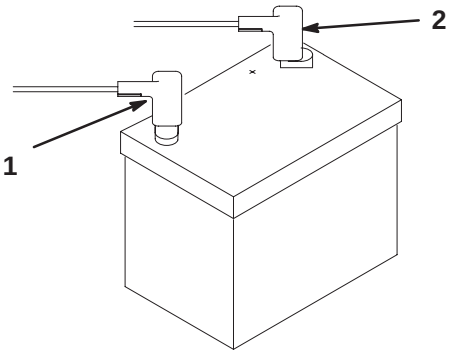

**Figure 9**
**2.** Connect the positive battery cable (red) from the starter solenoid to the positive post (+) of the battery (Fig. 9). Secure it with a wrench and coat the terminal with petroleum jelly. Make sure the cable will clear the seat, in the rear-most position, which could cause wear or damage to the cable.